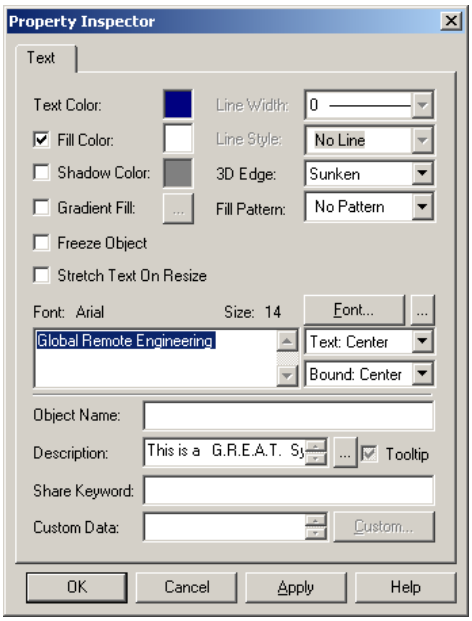

Figure L2.8 - Text Label Property Inspector
13. Set the description of the label to “This is a G.R.E.A.T. System.” The finish configuration for the label should be similar to what is shown in Figure L2.8.